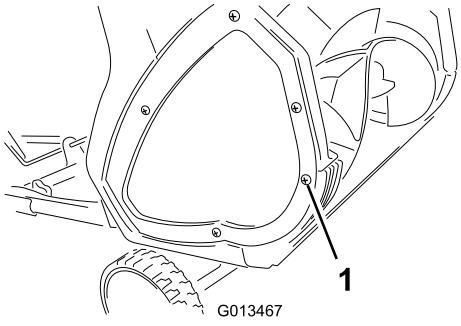
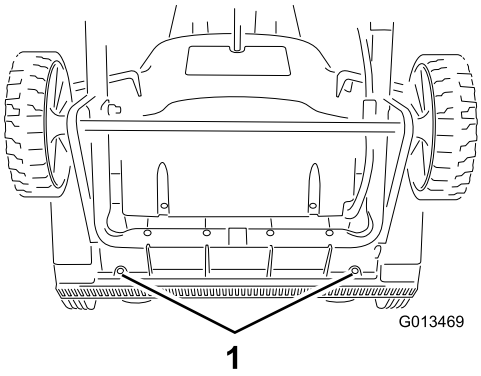

**Figur 13**
**Figur 14**
1. Fjern skruen fra hver side av platen som holder skrapen (Figur 13) og 2 skruer fra undersiden av maskinen (Figur 14) som fester skrapen til maskinen.